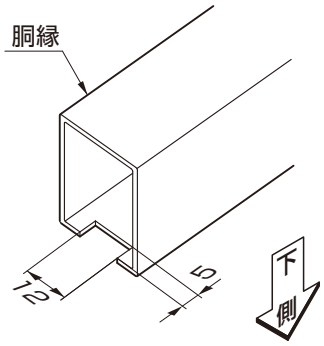

図4-3　壁付けの場合
③壁付けの場合は、胴縁の下側に切欠き加工をしてください。（図4-3参照）